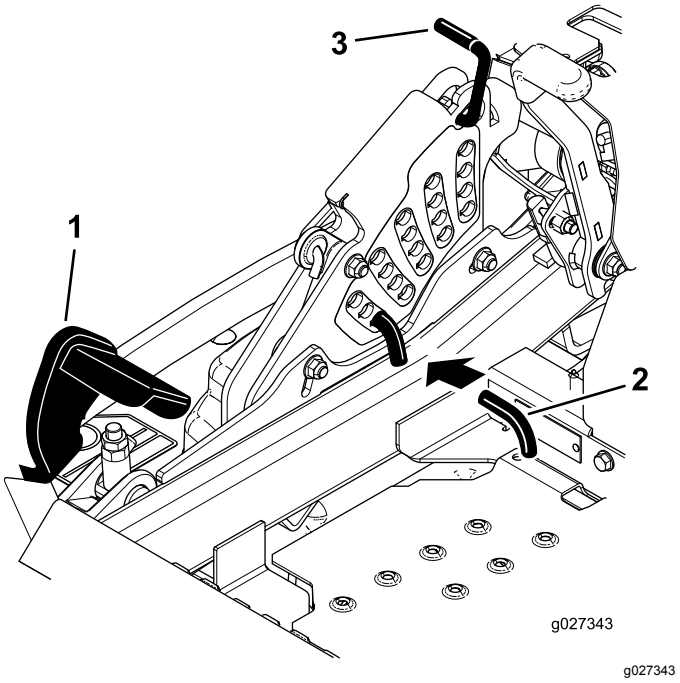

Figur 26
2. Tryck på däcklyftpedalen med foten och höj klippdäcket till transportläget (även klipphöjdsläget på 140 mm) enligt Figur 26.
3. Justera inställningen genom att rotera sprinten 90 grader och ta bort den från klipphöjdsfästet (Figur 26).
4. Sätt i sprinten i det hål i klipphöjdsfästet som passar för den önskade klipphöjden (Figur 26).